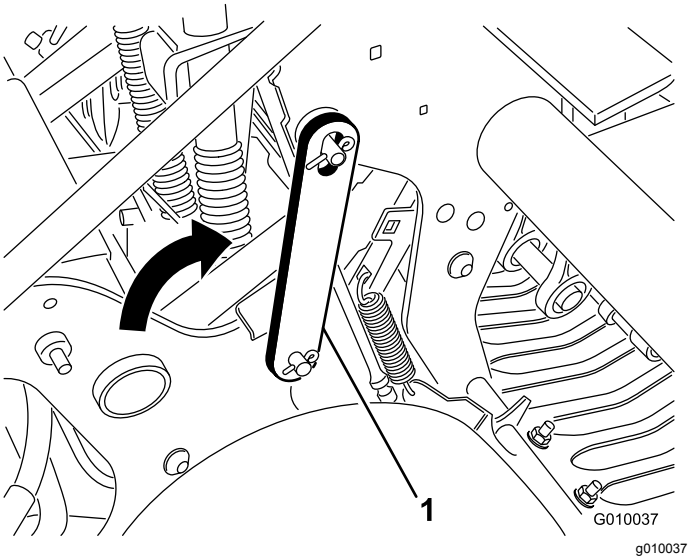

Figuur 21
4. Draai de onderhoudsvergrendeling naar achteren en steek deze op de pen van de beluchtingskop (Figuur 21). Bevestig de vergrendeling met de borgveer.